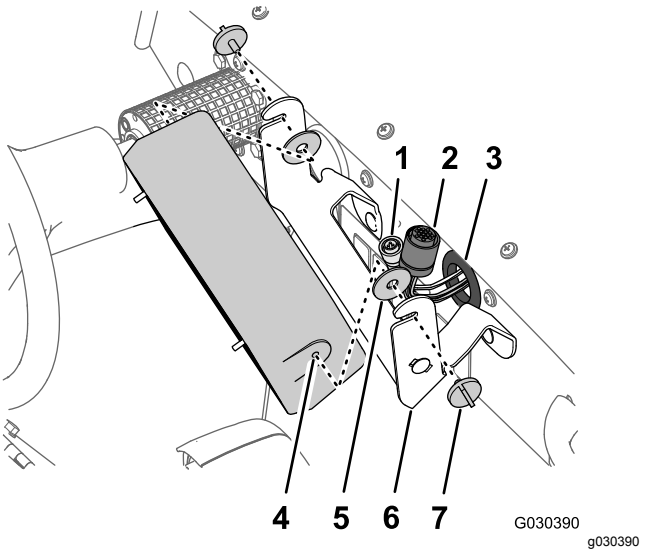

Figur 6
3. Ta bort rattarna på styrkonsolens sidor (Figur 6).
4. Ta bort styrkonsolen och de två gummibrickorna från stödfästet (Figur 6).
5. Tryck kablaget, kontakten med tre uttag och kontakten med 16 uttag genom hylsan i instrumentbrädan (Figur 6).